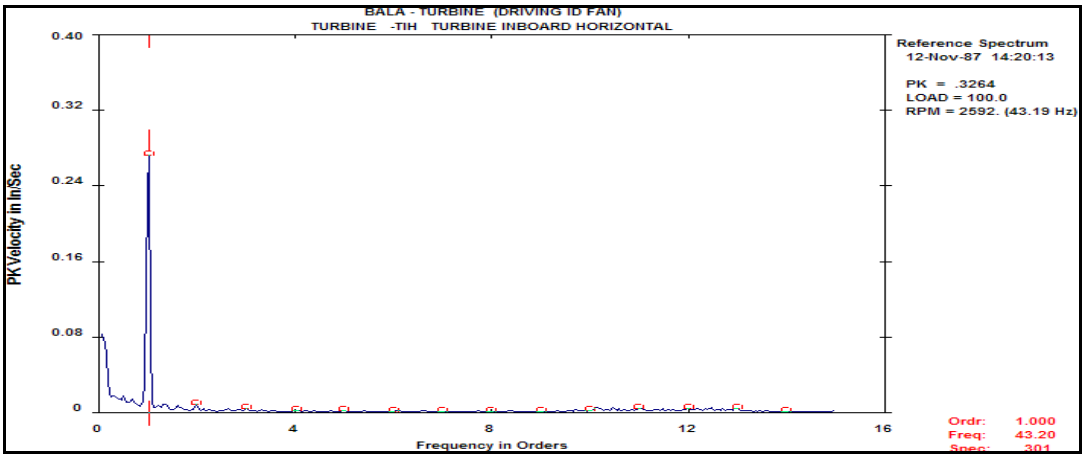

Figure 8
2) High amplitude turning speed peaks in the radial direction (Figure 8)
3) No turning speed harmonics (Figure 8)
4) Low amplitude TS peaks in the axial direction (Figure 8)